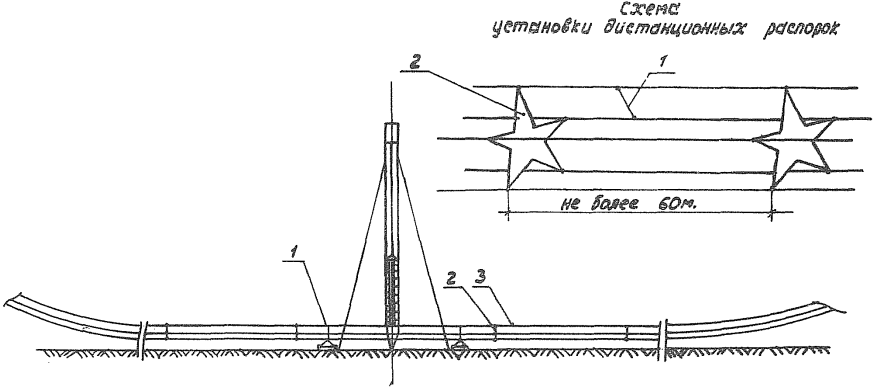

Рис. 3-3. Установка дистанционных распорок при перекладке проводов на земле.
2.2.6. Установить дистанционные распорки, если позволяет рельеф местности (рис. 3-3).